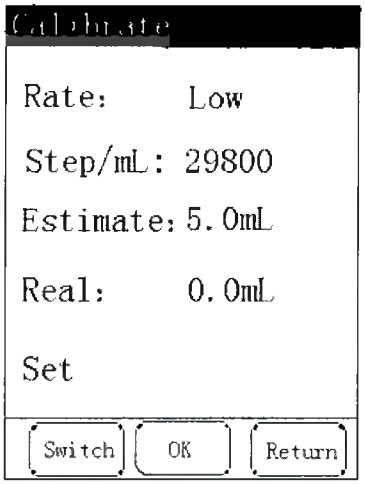

Рис. 7 – Эран калибровки скорости потока
2. Нажмите кнопки [F1], [F2] или [F3], чтобы выбрать “Скорость потока” и тип питания. На рисунке вы видите состояние экрана на этом шаге (рис. 7).